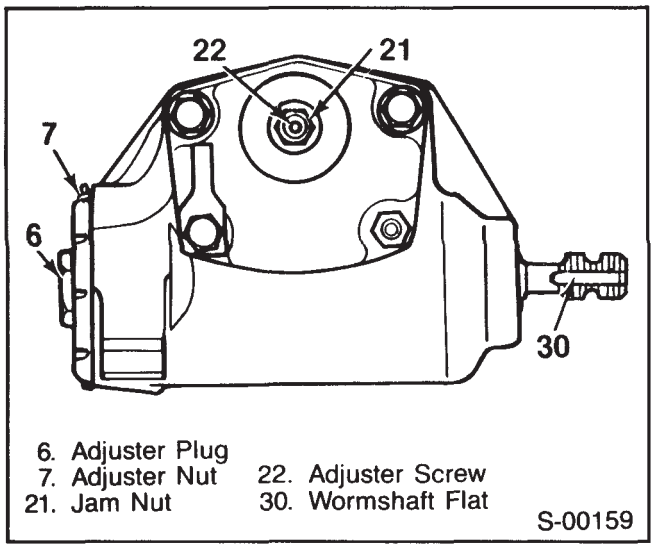

Figure 7—Steering Gear Adjustment Points
- Loosen the adjuster nut (7) and then back the adjuster plug (6) off 1/4 turn (figure 7).
Adjust (Figure 7)